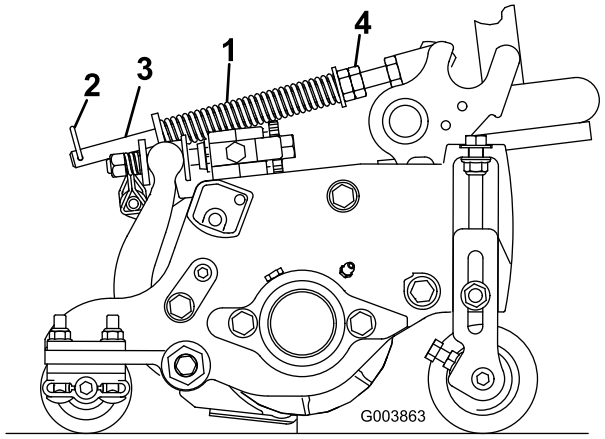

Figure 19
The turf compensation spring (Figure 19) transfers weight from the front to the rear roller. (This helps to reduce a wave pattern in the turf, also known as marcelling or bobbing.)
1. Make sure the hairpin cotter is installed in the rear hole in the spring rod (Figure 19).
2. Tighten the hex nuts on the front end of the spring rod until the compressed length of the spring is 6.25 inches (15.9 cm) (Figure 19).